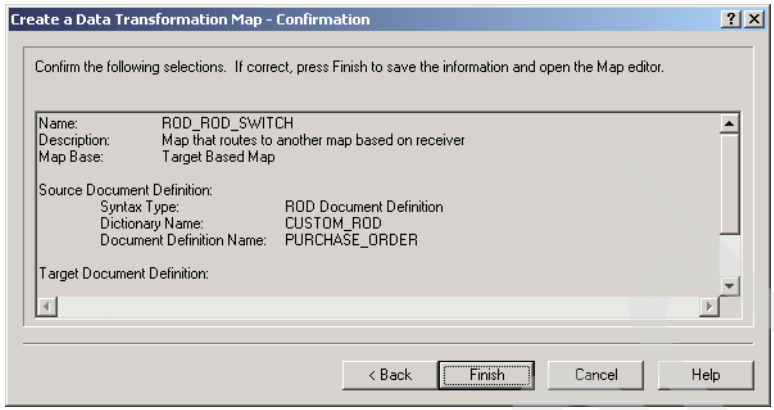

Figure 16-2 Confirm selections
5. After reviewing the details provided to create our new Data Transformation map, click **Finish**. Review the selections in the Confirmation window (Figure 16-2 on page 543).